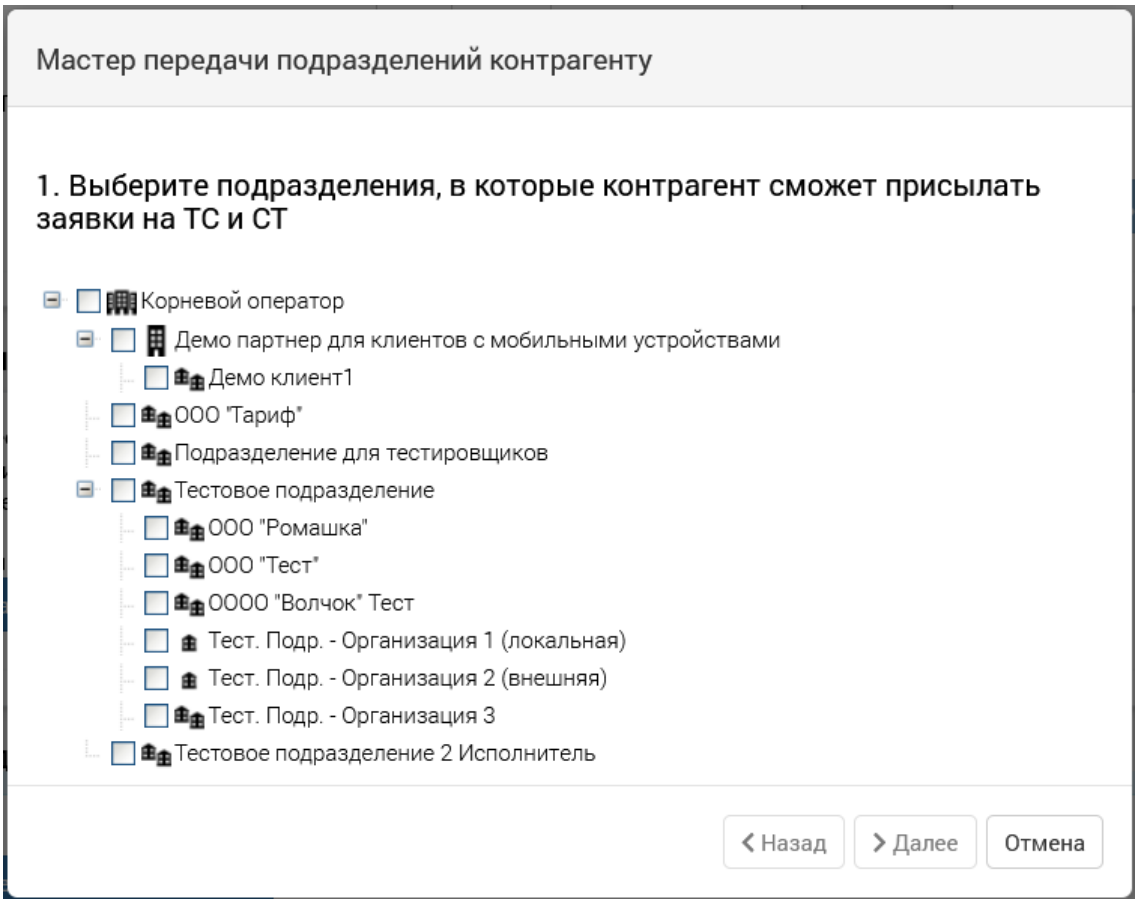

Рис. 428. Дерево подразделений
3. Нажать кнопку **[Передать подразделения]**, затем выбрать в дереве те, которые необходимо передать, нажать кнопку **[Далее]**, в открывшемся плоском дереве проверить передаваемую информацию и отправить заказчику (см. Рис. 428):